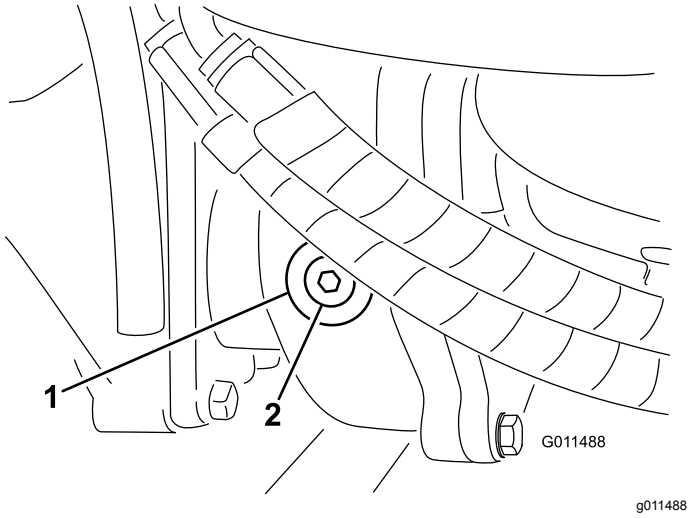

Figur 17
2. Ta bort kontroll-/påfyllningspluggen på växellådans vänstra sida (Figur 17), och kontrollera att oljan når upp till botten av hålet. Fyll på tillräckligt med olja så att den når botten av hålet om nivån är för låg.